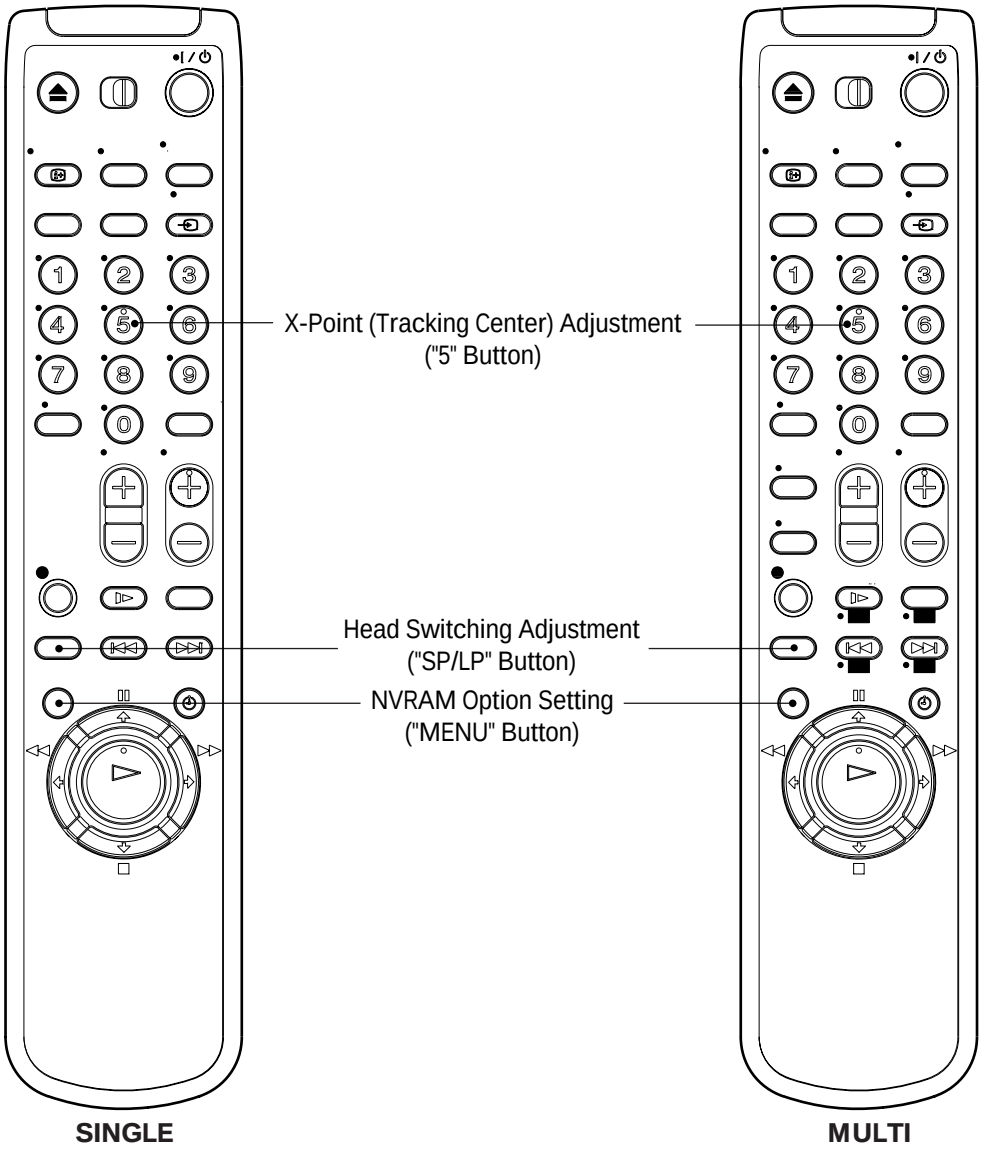

Fig. 5-1
3) Press the "5" button of remote control then adjustment is operated automatically. (See Fig. 5-1)
3) Press the “SP/LP” button of remote control then adjustment is operated automatically. (See Fig. 5-1)